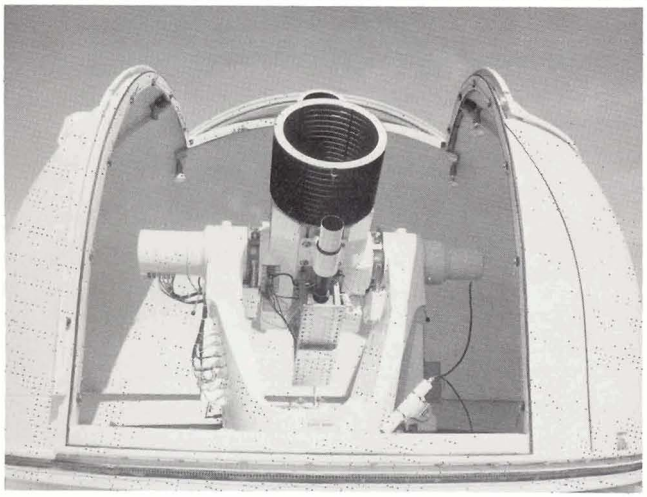

Figure 1. Super RADOT.
■ Super RADOT (Recording Automatic Digital Optical Tracker) (fig 1) is a large aperture (24 inch), long focal length (240 inch) tracking telescope used with a low-light-level video camera. It enables closed loop tracking of reentry vehicles at ranges in excess of 1600 nm.